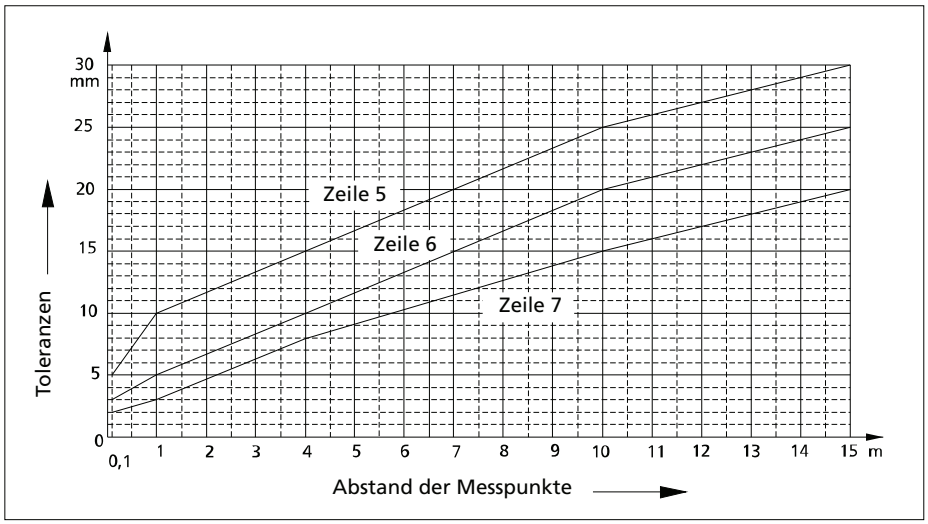

Abb. 12.2
* Zwischenwerte sind der Abb. 12.2 zu entnehmen und auf ganze Millimeter zu runden.